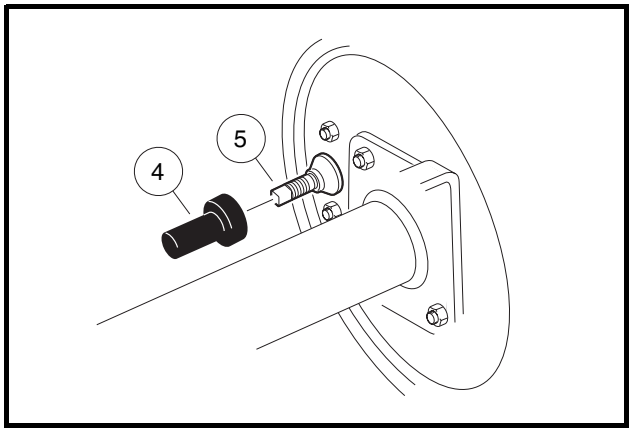
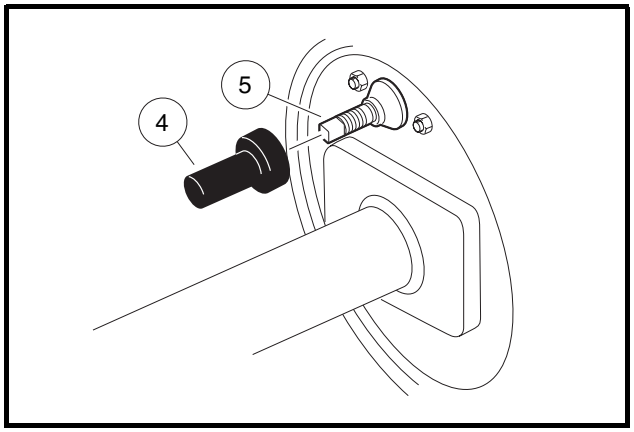

Figure 6-29 Front Brake Adjustment Bolt
Figure 6-30 Rear Brake Adjustment Bolt
3. Remove the dust cover (4) on the left and right rear brake cluster assemblies **(Figure 6-29, Page 6-13 and Figure 6-30, Page 6-13)**.
3. Install the rubber dust covers (4) over the brake adjustment bolts (5) **(Figure 6-29, Page 6-13 and Figure 6-30, Page 6-13).**